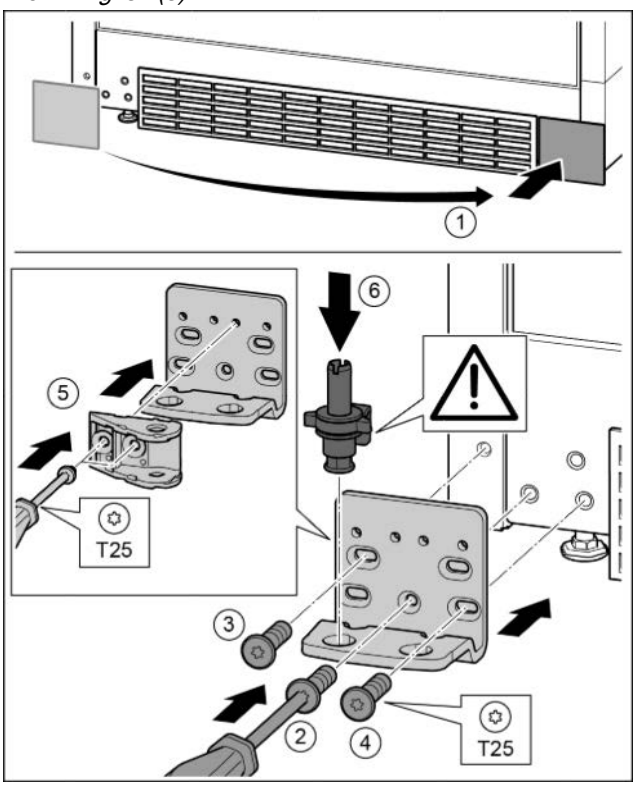

Fig. 32
- ▶ Снять крышку и поставить с другой стороны. *Fig. 32 (1)*
- ▶ Установить опорный кронштейн с другой стороны и прикрутить с помощью отвертки T25. Начинать с винта 2 в центре. *Fig. 32 (2)*
- ▶ Затянуть винты 3 и 4. *Fig. 32 (3, 4)*
- ▶ Повернуть навеску двери на 180°. Прикрутить с другой стороны опорного кронштейна с помощью отвертки T25. *Fig. 32 (5)*
- ▶ Снова установить опорный палец в сборе. При этом следить за тем, чтобы выступ фиксатора был направлен назад. *Fig. 32 (6)*